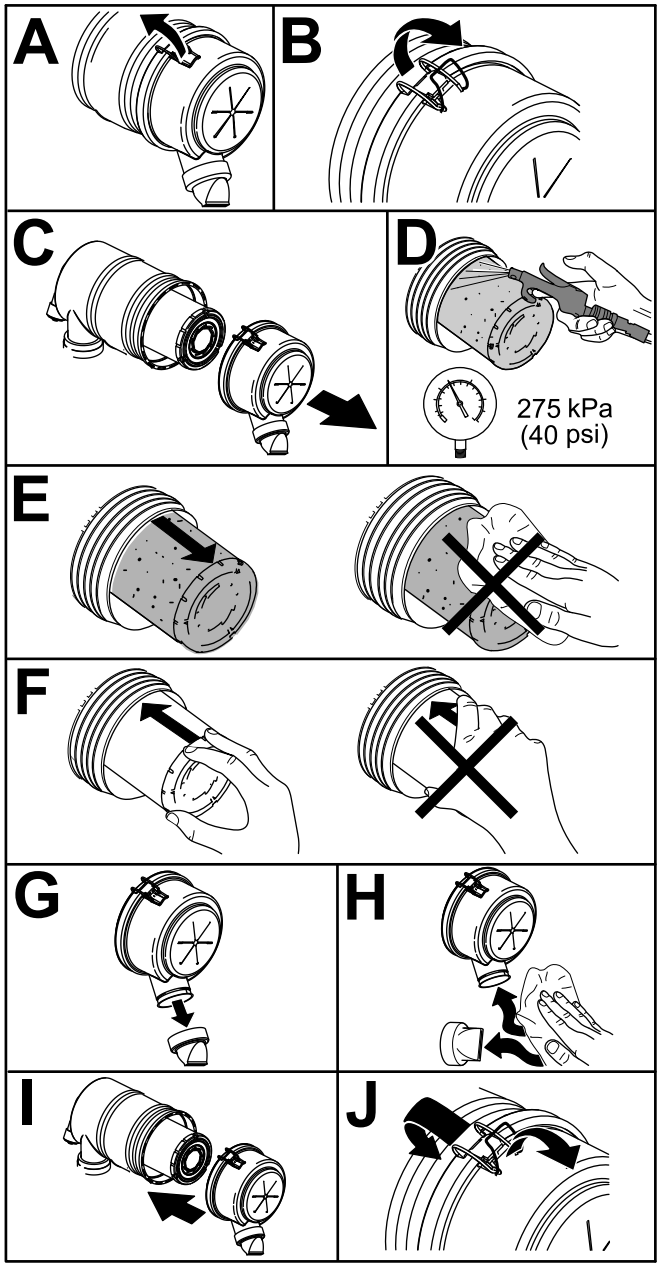

Figuur 46
1. Vervang het voorfilter (Figuur 46).